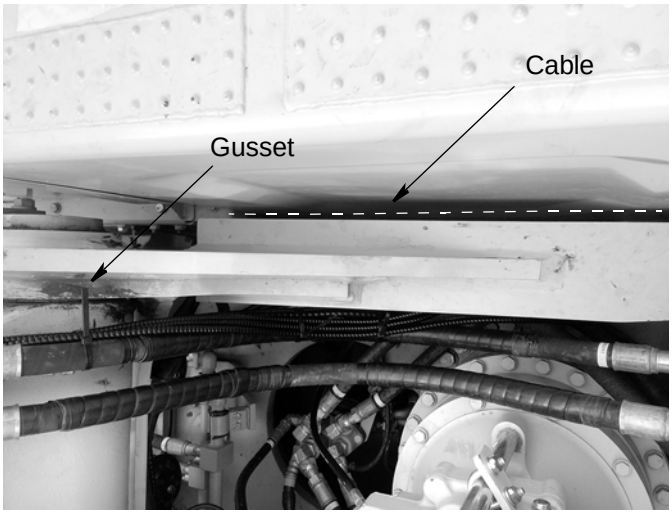

FIG. 42
6. Route the G3 power cable either directly under the boom and into the access panel (left side pump mounting) or under the boom through the open gussets and then into the access panel (right side pump mounting) FIG. 42 - FIG. 44.